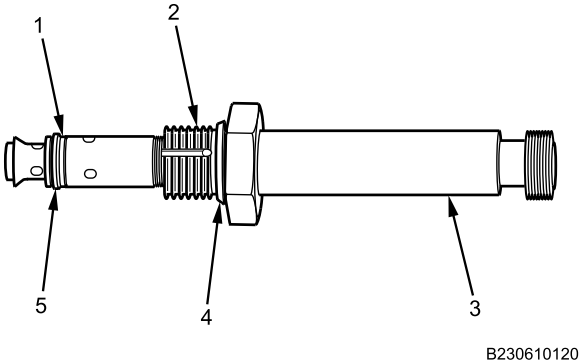

Figure 3. IPR Sensor and O-Rings.
6. Remove and discard O-ring (Figure 3, Item 4) from IPR sensor (Figure 3, Item 3).
7. Remove and discard O-ring (Figure 3, Item 5) and backup O-ring (Figure 3, Item 1) from IPR sensor (Figure 3, Item 3).
8. Remove old thread sealing compound from IPR threads (Figure 3, Item 2).